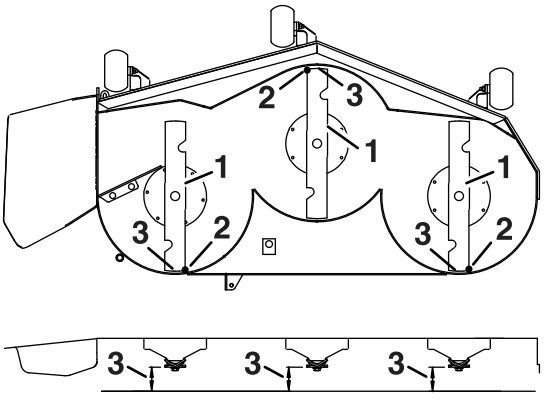

Rysunek 73
4. Ostrożnie przekręć ostrza tak, aby były ustawione w osi podłużnej kosiarki (Rysunek 73).
5. Zmierz odległość od przedniej końcówki ostrza do płaskiej powierzchni oraz od tylnej końcówki ostrza do płaskiej powierzchni (Rysunek 73).